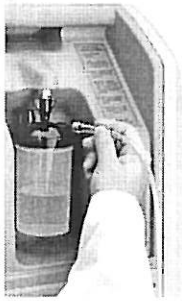

Figure 7
5. Connect oxygen tubing from the nasal cannula, face mask, or other accessories to the humidifier outlet fitting (Figure 7).